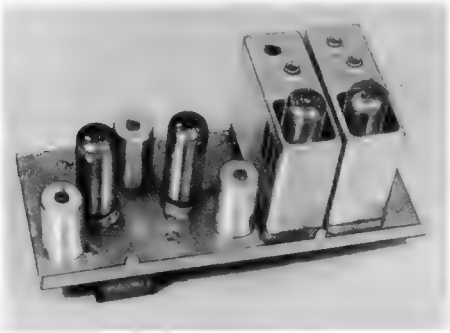

Bild 1. Aufsicht auf den Zf-Verstärker-Baustein
Bild 1 zeigt einen vierstufigen, mit *Valvo*-Transistoren bestückten *Phono-Verstärker*. Er ist für eine Verstärkung von über 100 dB bemessen und liefert 8 W Sprechleistung. Um den hochohmigen Kristall-Tonabnehmer an den niederohmigen Eingang des Verstärkers anzupassen, ist ein 330-kΩ-Widerstand in die Eingangsleitung eingefügt. Er wird zur Höhenkorrektur durch einen 68-pF-Kondensator überbrückt. Eine einfache Tonblende (13 nF/100 kΩ) gestattet eine für ältere Schallplatten erwünschte Höhenbeschneidung.
5. *Bild-Zf-Verstärker.* Dieser Teil des Gerätes wurde noch nicht in gedruckter Schaltungstechnik ausgeführt, um Änderungen, die aus Marktwünschen hervorgehen, schnell berücksichtigen zu können. Es ist damit z. B. leichter möglich, Abwandlungen für die OIR-Norm oder für die amerikanische Norm zu bauen. Trotzdem ist auch dieser Baustein neuartig gestaltet. Er enthält nämlich seinerseits wieder zwei weitere Bausteine, den kompletten Videogleichrichter mit seinem Bandfilter und den Störinverter, die je zusammen mit der zugehörigen Röhre in einem Becher untergebracht sind *(Bild 1)*. Durch Stützpunkte, die in die Grundplatte eingelötet sind, sind die Leitungsführung und die Verbindung dieser Bausteine vorbestimmt. Änderungen in der Länge der Verbindungsleitungen sind in der Fabrikation nicht mehr möglich. Der ganze Verstärker wird praktisch fast ohne Draht verschaltet. Dieser Aufbau ermöglicht hohe Verstärkung und große Stabilität. Die Nachbarkanalselektion konnte auf einen Wert gebracht werden, der weit größer ist als das, was die Bundespost dafür vorgeschlagen hatte.